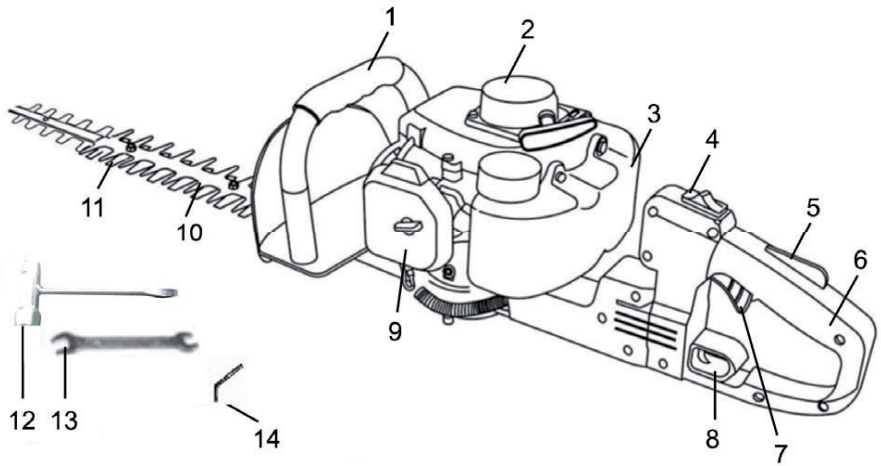

Fig. 1
**DESCRIPTION OF THE POWER TOOL (SEE FIG. 1)**
1. Set the engine switch (Fig. 1, point 4) to the off (OFF) position to ensure that the engine is turned off.